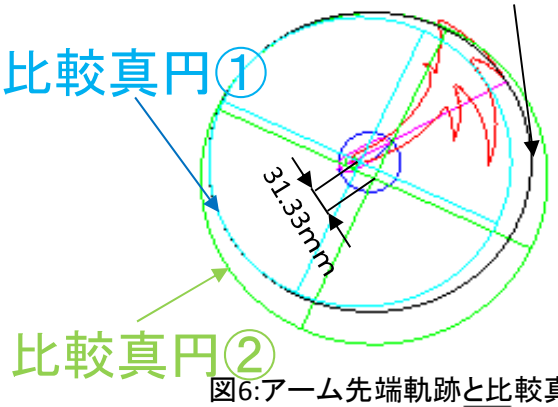
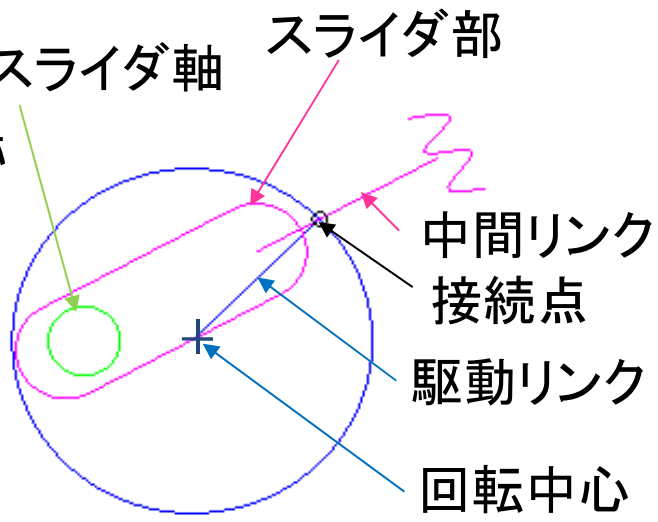

図6:アーム先端軌跡と比較真円
図7:リンク機構
攻撃用のギアボックスに図7のような自作のリンク機構が組み込まれています。このリンクは駆動リンク（モータの入力）から中間リンク（アーム）に回転軸（接続点）で接続されています。そして、図6よりアーム先端軌跡は2点以上の充分に間隔の空いた円弧中心を持つ連続した曲線を通過しており、比較真円①と比較真円②の円弧中心同士の距離は31.33mm空いています。